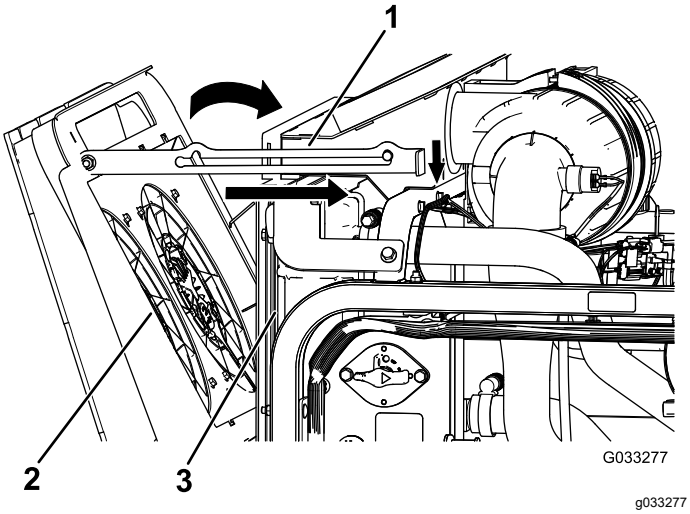

**Figuur 120**
4. Draai de koelventilators van de motor naar voren en zet de steunstang vast in de inkeping (Figuur 120).